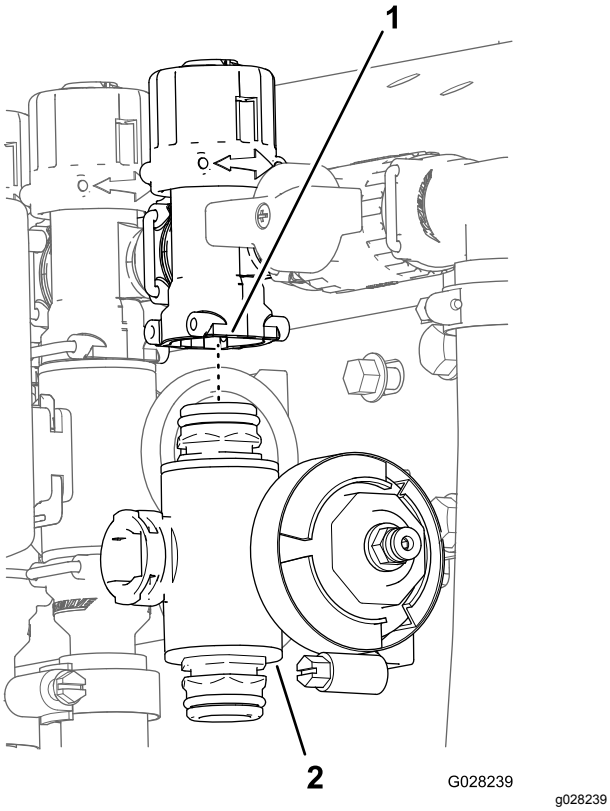

Figur 118
3. For venstre eller høyre bomseksjonsventiler: fjern flenshodeskruene og de flensede låsemutterne som sikrer seksjonsventilen(e) til ventilfestet, og fjern ventilmanifoldet fra maskinen. For midtre seksjonsventil: fjern seksjonsventilmanifoldet fra maskinen (Figur 118).